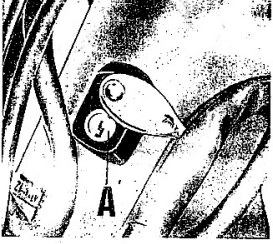

Fig. 31
**Dispositif de blocage du guidon** (voir fig. 31)